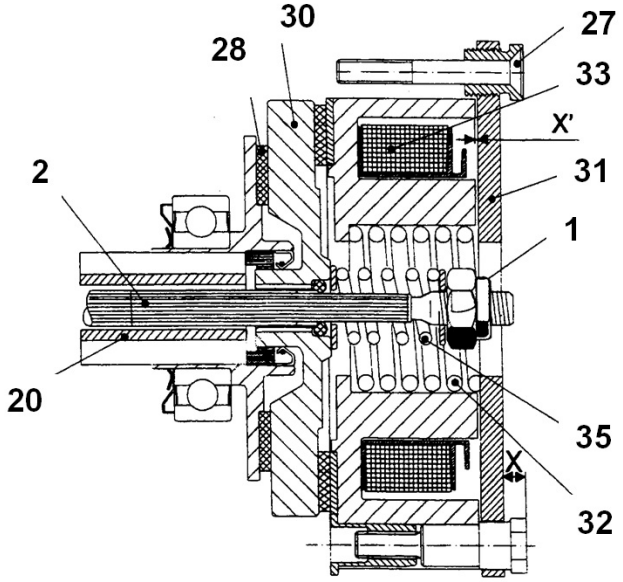

Figure 6 – Frein
1. Le ressort (35) maintient en pression (30) sur (28). L'écrou (1) maintient l'ensemble sur (2),
2. Pendant la montée ou la descente, la bobine (33) est sous tension et elle est plaquée sur le disque d'ancrage (31),
4. Les disques (28) et (30) tournent librement et peuvent entraîner en rotation le planétaire (20),
5. Il y a freinage lorsque la bobine n'est plus alimentée et que le ressort (32) repousse (33) et sa garniture sur le disque de frein (30) (voir figure 6),